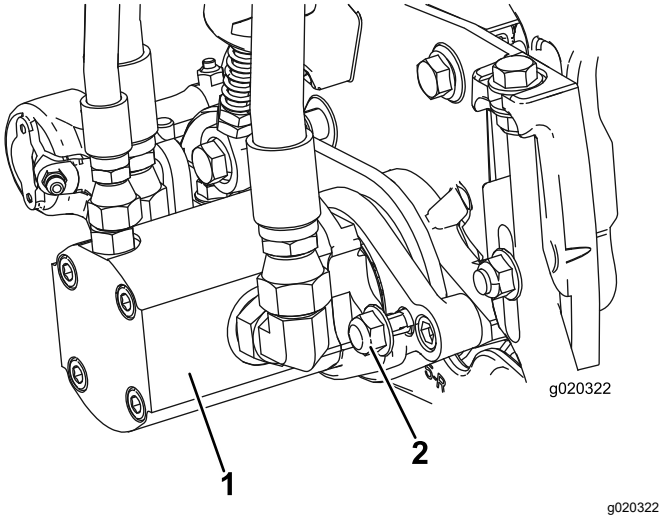

**Figur 11**
16. Montera motorn genom att vrida den medurs så att motorflänsarna går fria från låsmuttrarna (Figur 11). Vrid motorn moturs till dess att flänsarna omringar muttrarna, och dra sedan åt muttrarna.